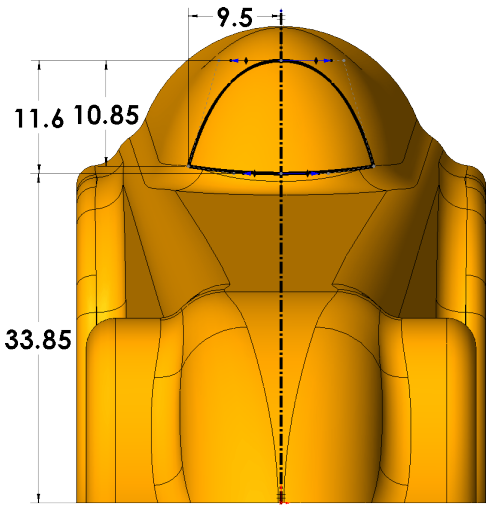

Fig. 147
Step 15. Add the dimensions as shown in **Fig. 147**.